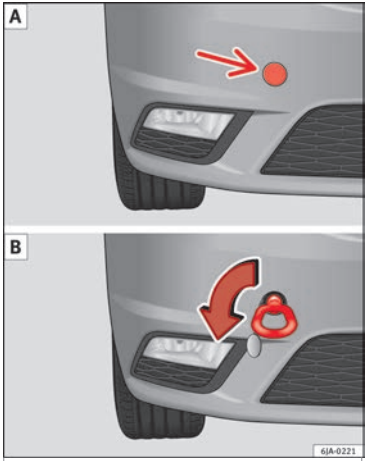

Fig. 84 Front bumper: towline anchorage cover/fitting.
– Press on the left of the cover as indicated by the arrow **»» Fig. 84** A.
– Screw in the towline anchorage anti-clockwise by hand as far as it will go ››› Fig. 84 B.